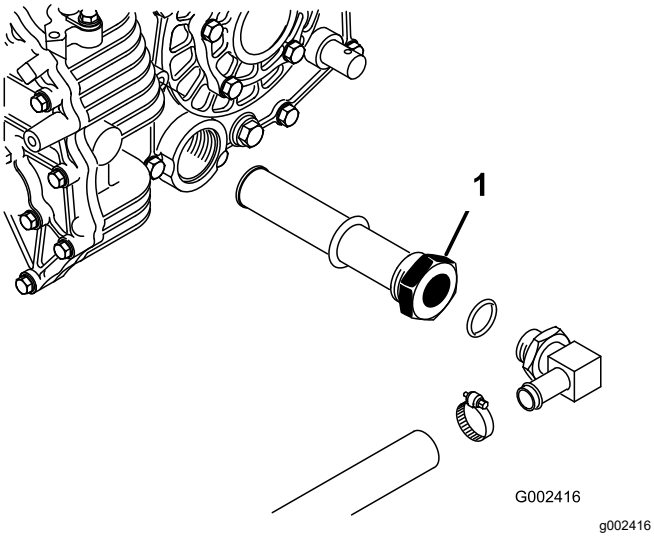

Bild 70
5. Achten Sie auf die Ausrichtung des Hydraulikschlauches und des 90°-Anschlussstückes, das an der Seite des Behälters befestigt ist (Bild 70).